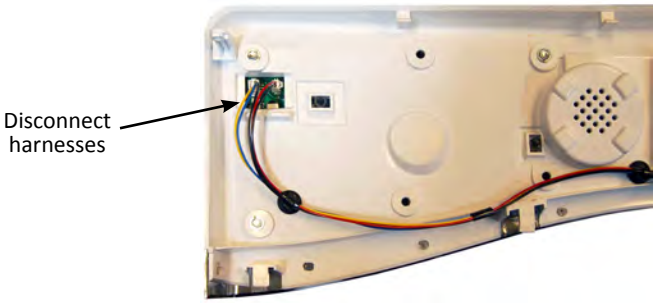

Figure 2
4. Disconnect the two (2) harnesses from the user interface (see Figure 2).